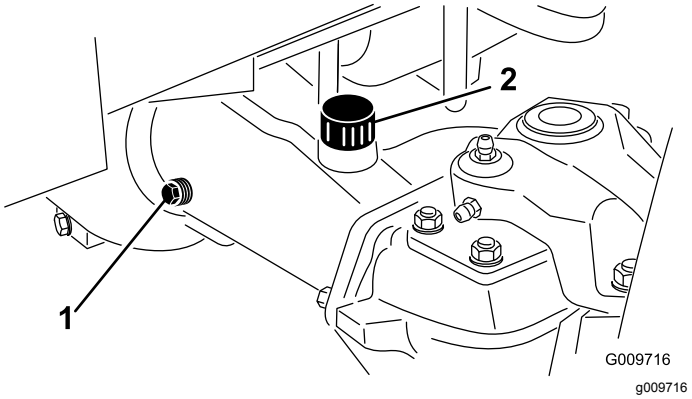

Figuur 74
2. Verwijder de controleplug van 1 uiteinde van de as (Figuur 74) en controleer of het smeermiddel tot aan de onderkant van de opening komt.
3. Indien het peil te laag staat, verwijdert u de vulplug (Figuur 74) en vult u voldoende tandwielolie bij totdat het peil de onderkant van de opening van de controleplug bereikt.